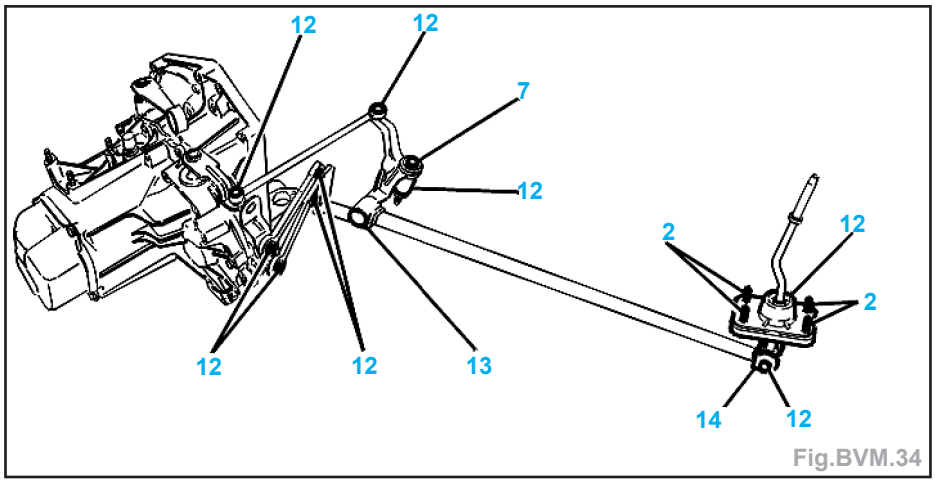

Fig.BVM.34
- Enduire de graisse **ESSO NORVA 275** les articulations (12) (Fig.BVM.34).
- Enduire de graisse **ESSO 3106** l'artculation (13).
- Serrer l'écrou (14) à 0,8 daN.m.
- Enduire de **LOCTITE FRENETANCH** le filet de la vis (7).
- Serrer les vis (2) à 0,8 daN.m.